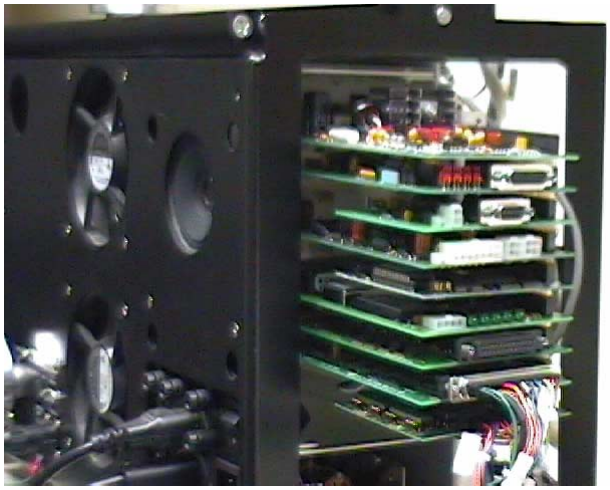

Figure 7-7 Boards Partially out of Card Cage
1. Back the cards out of the card cage enough so that the short boards are out of the card guides (Figure 7-7).